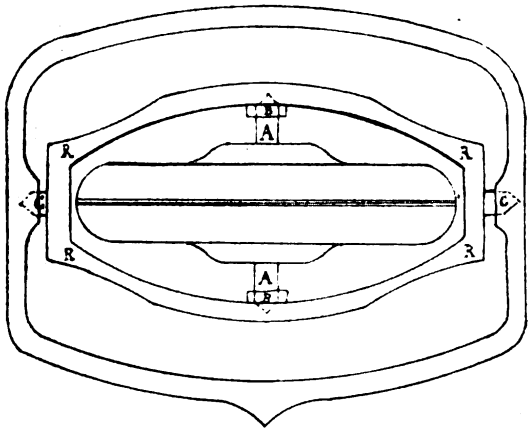

Abb. 1.
Bekanntlich wird die Energie eines Kreisels, des Schlickschen Schiffskreisels, benützt, um die Schlingerbewegungen eines Schiffes im Seegang zu dämpfen. Mitten im Schiff wird ein Kreisel (Abb. 1) angebracht, dessen Achse (AA) senkrecht steht. Der Kreisel rotiert in Lagern (BB), die auf einem Ringe (RR) angebracht sind, und der Ring hat wieder zwei Zapfen (CC), die querschiffs eingelagert sind, so daß er und mit ihm der Kreisel in der Längsschnittebene des Schiffes schwingen können. Wenn jetzt das Schiff vom Seegang auf die Seite gelegt wird, wird auch die Kreiselachse geneigt, es entsteht ein Drehmoment, das die Achse je nach der Rotationsrichtung nach vorn oder nach hinten neigt. Durch diese Neigung entsteht wieder ein neues Drehmoment, das der ersten seitlichen Neigung entgegengesetzt ist und diese aufzuheben sucht und so die Schlingerbewegung dämpft. Ist der Kreisel fest in das Schiff eingebaut, so ruft das erste Drehmoment ein Stampfen des Schiffes hervor, das rückdrehende Moment tritt nur ganz schwach auf und das Schlingern wird nicht wesentlich gedämpft.